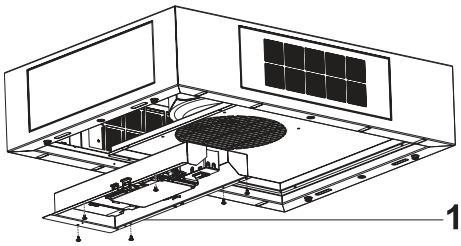

Abb. 10
6. Montieren Sie die Elektronikbox mit 6 Schrauben an die Motorbox(Abb. 10).